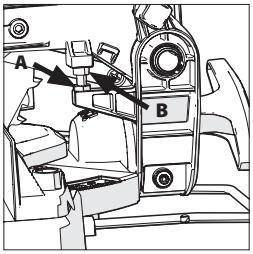

Fig. 12A + 12B
- Desserrez le contre - écrou sur la vis de butée du dispositif descendant de la tête de coupe avec une clé de 10 mm (non fourni). **(Fig. 12A)**